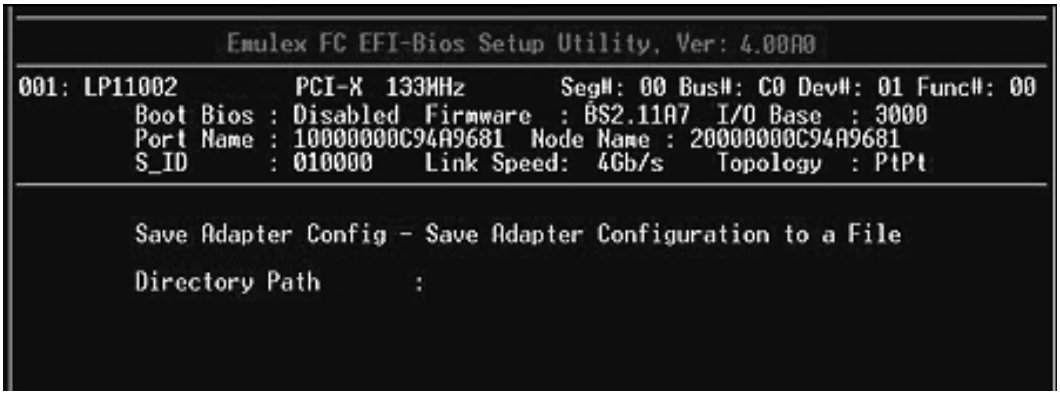

Figure 50: Save Configuration Path screen
1. On the Save Configuration menu, select **1. Save Configuration to File**. The screen shown in Figure 50 prompts you to enter a directory path to the file where the configuration is to be saved.